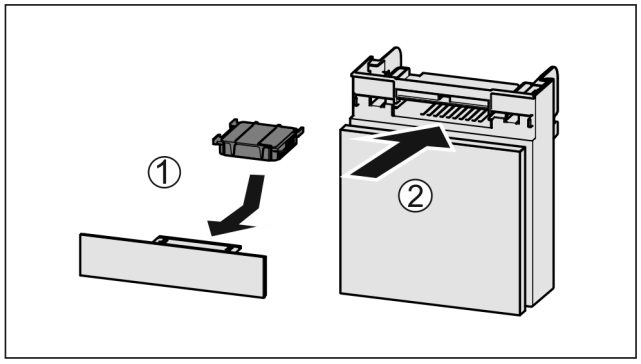

Fig. 74
▶ Introduceți *Fig. 74 (1)* filtrul de cărbune activ după cum se vede în figură.
▶ Împingeți *Fig. 74 (2)* compartimentul în interior.